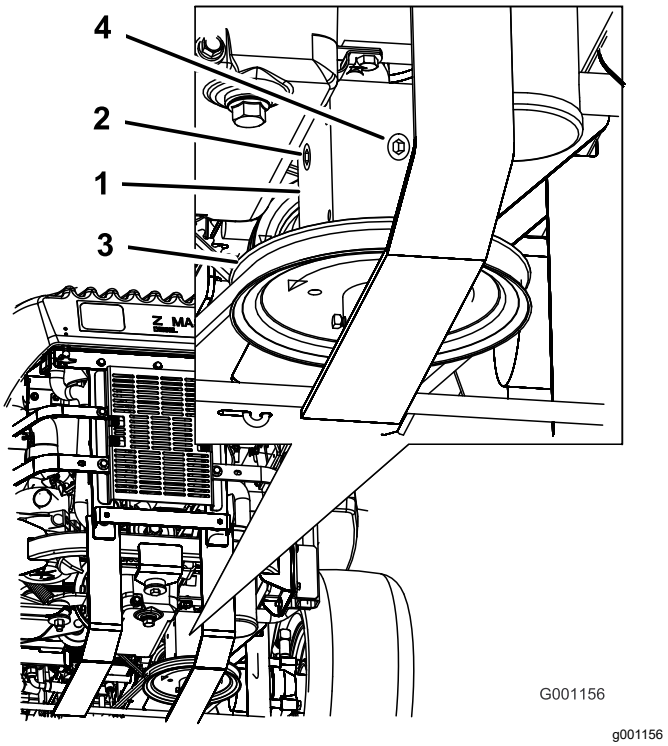

Rysunek 75
3. Odkręć boczny lub tylny korek skrzyni biegów (Rysunek 75).